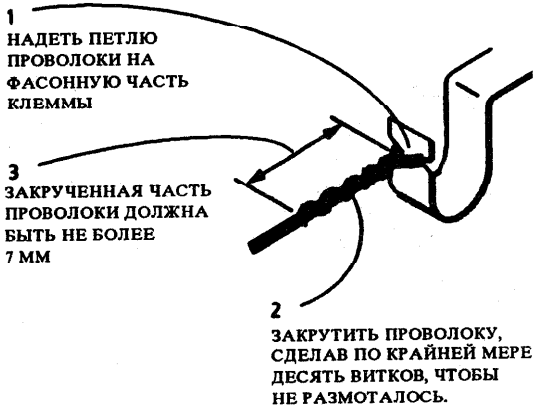

Рис. 2. Закрепление проволоки коротрона переноса на клемму
1. (Рис. 2): смонтировать проволоку коротрона переноса на клемму.